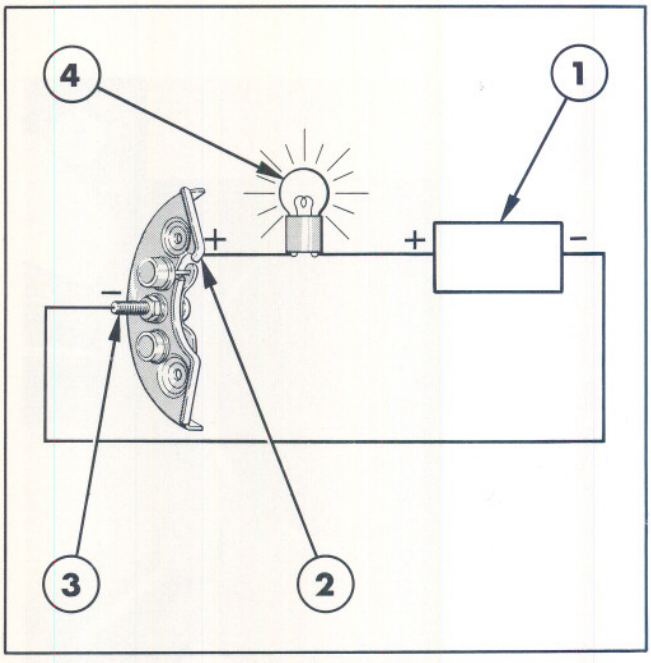
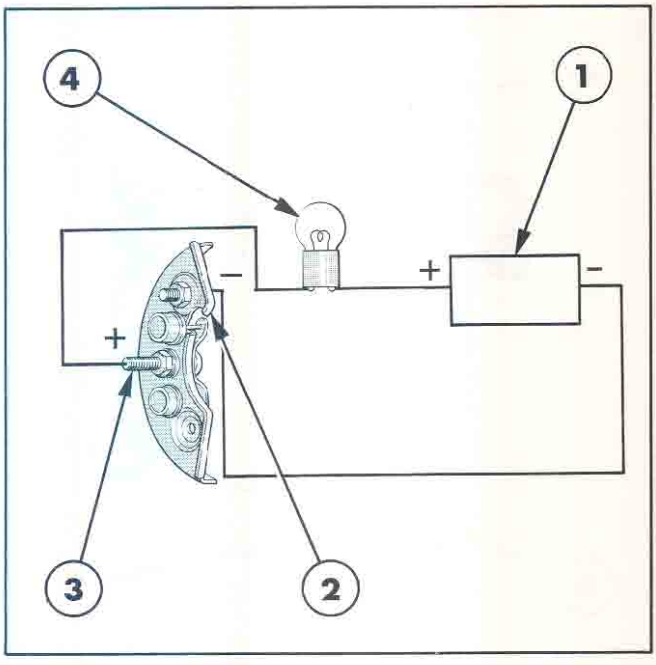

Figure 33
Figure 34
2. Connect one test lead to the output terminal stud of the diode and the other to the exposed metal area on the auxiliary terminal of the heat sink, Figure 33.
3. Repeat the test with the leads reversed, as shown in Figure 34.
NOTE – The lamp should light when the leads are connected as shown in Figure 33. If the lamp fails to light, the diode is open and must be replaced. The lamp should not light when the leads are reversed, as in Figure 34. If the lamp does light, the diode is shorted and it must be replaced. Replace a defective isolation diode as a complete assembly. Do not immerse the isolation diode in a severe cleaning chemical, as it may remove the special corrosion-resistant paint.